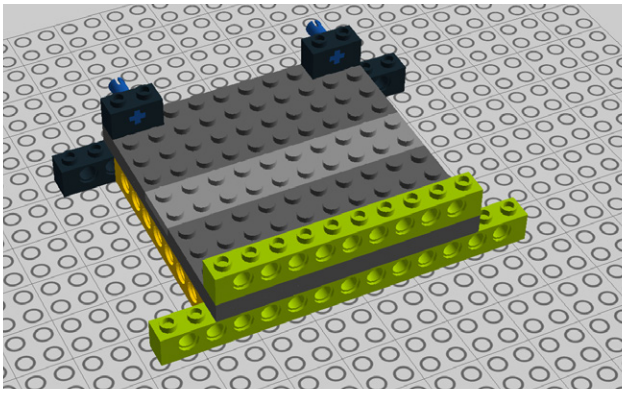

Figure 5-14. *Step 7: Connecting some bricks*
7. Technic bricks go on the other side as shown in Figure 5-14.